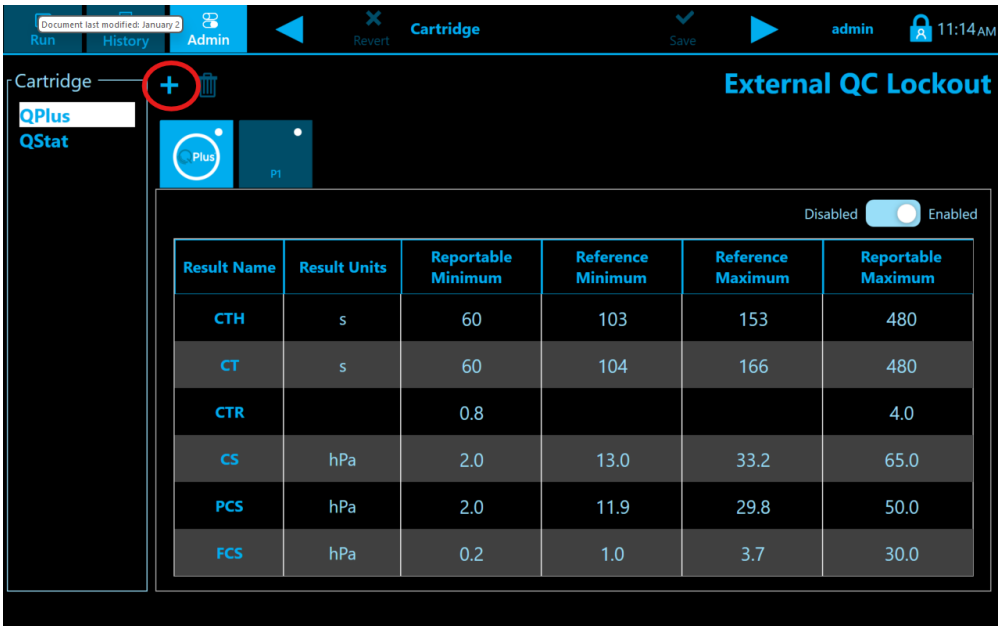
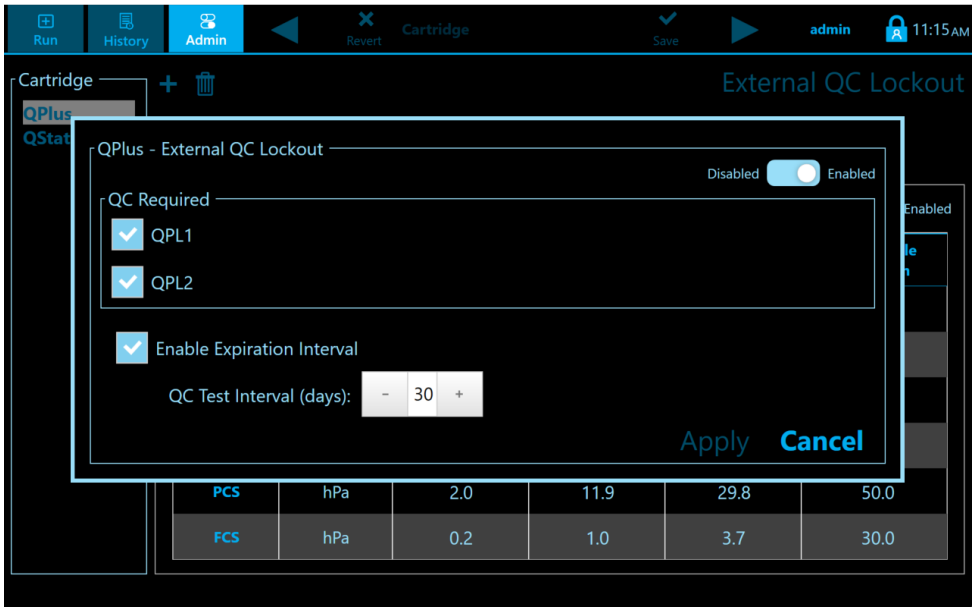

Figure 54 Cartridge Configuration Screen
Figure 58. External QC Lockout Screen
The Cartridge category is used to define Site-Specific Profiles and QC Lockout rules for the different cartridge types. For each Cartridge type the Reportable and Reference Ranges can be adjusted by the administrator (Figure 54).
- To add a Site-Specific Profile for the Standard configuration, select the Standard profile and then click the “+” Icon on Cartridge Confirmation Screen (Figure 54). The following screen will be displayed (Figure 55)
- To add a Site-Specific Profile for the OB configuration, select the QStat Cartridge , Select OB profile and then click the “+” Icon on Cartridge Confirmation Screen (Figure 54) to create a new OB Site Specific range.
Figure 54 shows an example of a newly added profile.
To Update External QC Lockout settings, click on External QC Lockout button on the Cartridge Confirmation Screen (Figure 54), The following Screen will be displayed (Figure 58).
4. The user can set the number of days between 1 to 60 for a required external QC (Figure 58).